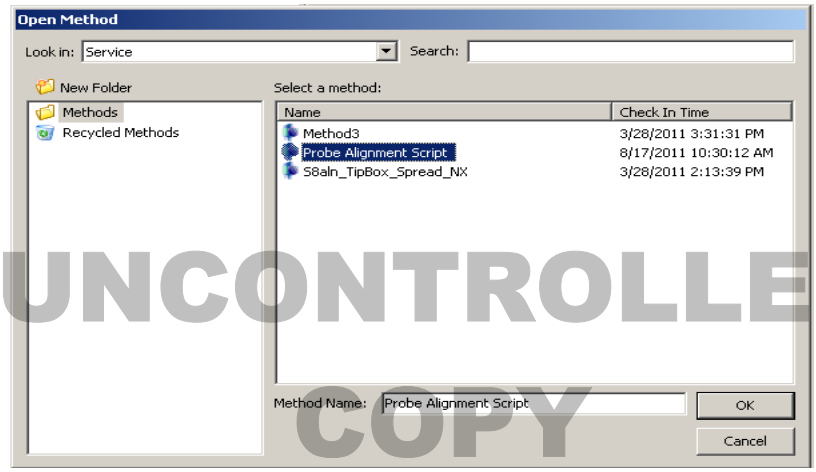

Figure 1. Opening Probe Alignment Script method.
1.7 Close P20 Tip Load method, but stay in the same project folder. Open the Probe Alignment Script method as shown in Figure 1 and click OK.